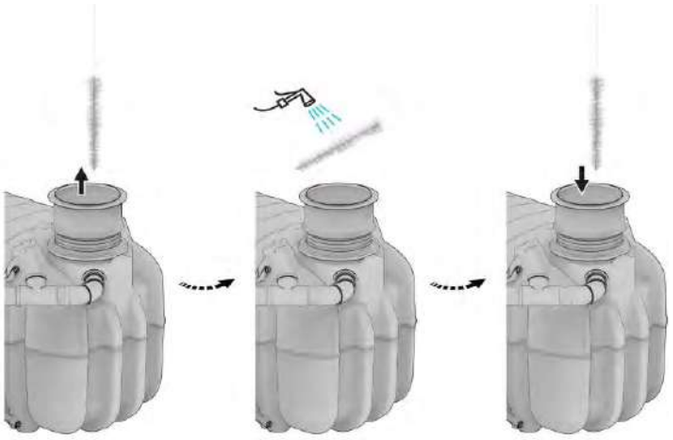

Fig. 55: Nettoyage du préfiltre
4. Tenir la brosse filtrante au-dessus du regard ouvert de la cuve de prétraitement et la nettoyer avec un jet d'eau (voir *Fig. 55*)